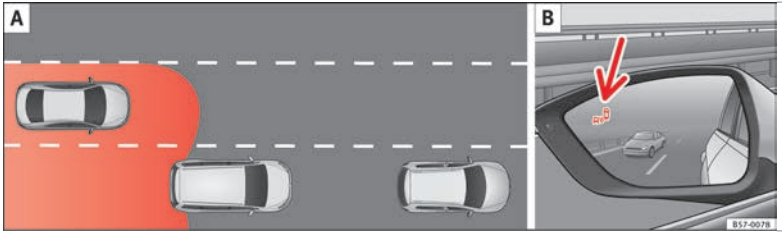

Fig. 196 Schematic diagram: A Passing situation with traffic behind the vehicle. B Indication from the blind spot detector in the left-hand external mirror.
In the following situations, an indication will be displayed in the external mirror ››› **Fig. 196** B (arrow) or ››› **Fig. 197** B (arrow):
- When being overtaken by another vehicle ››› **Fig. 196** A.